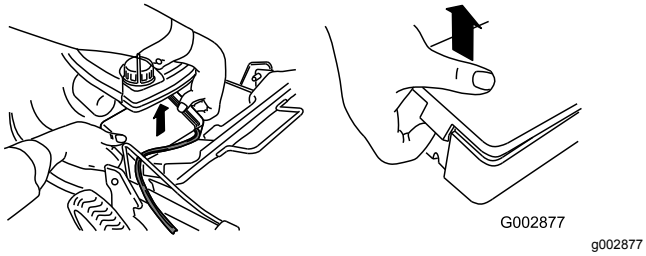

Rysunek 40
1. Odepnij obie końcówki pokrywy akumulatora i zdejmij ją (Rysunek 40).